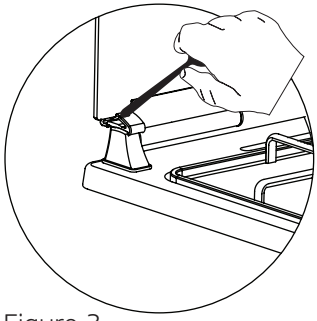

Figure 3
**3.** As shown in figure 3, the glass door can be closed by pressing the plastic clip with the help of a spoon.